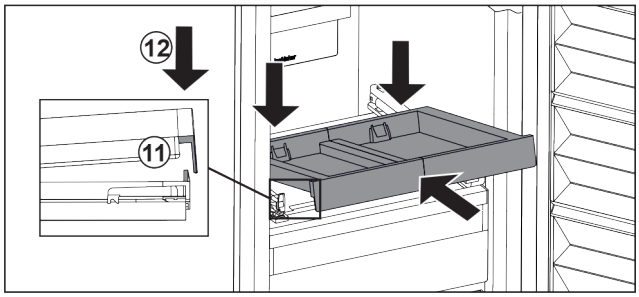

Fig. 127
▶ Inserați-l oblic. Aveți în vedere ca opritorul să fie în spatele lamelei pe ambele părți. *Fig. 127 (11)*
▶ Depuneți raftul extractibil în față. *Fig. 127 (12)*